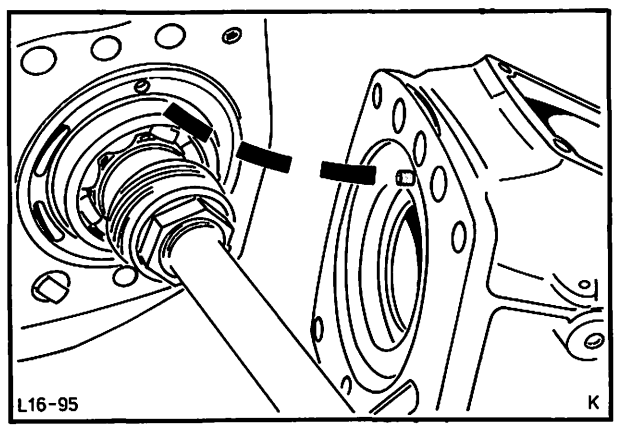

Abb. 113 Bohrung – Lagerhalter zum Führungsstift ausrichten
47. Getriebegehäuse wieder in Einbaulage drehen und Bohrung – Lagerhalter zum Führungsstift in der Getriebeverlängerung ausrichten, Abb. 113. Verlängerung montieren und Schrauben mit Dichtmasse einsetzen und mit vorgeschriebenem Drehmoment festziehen.